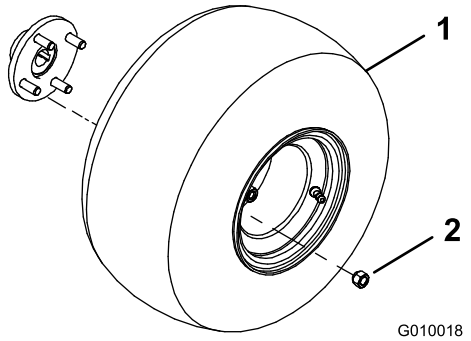

Figuur 3
2. Monteer het wiel op de naaf van het achterwiel (Figuur 3).
3. Installeer de wielmoeren (Figuur 3) en draai deze vast met 61 tot 75 Nm.